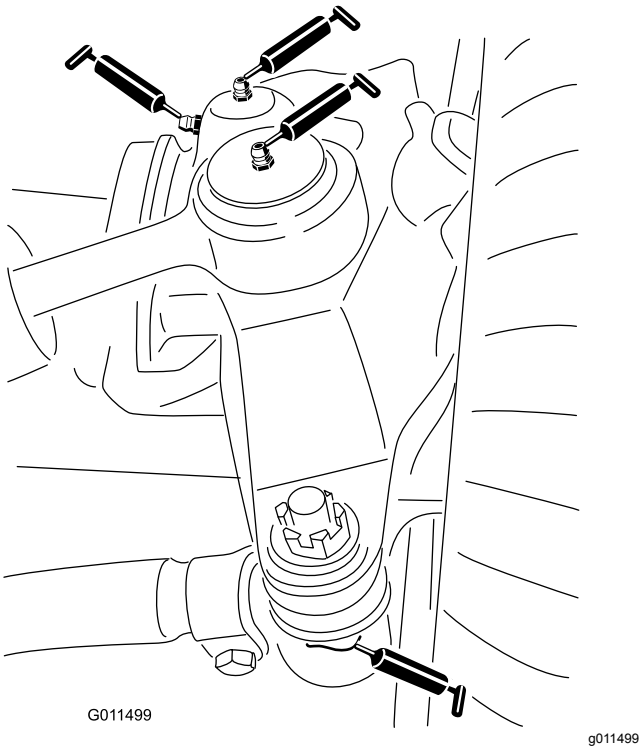

Figuur 61
- 2 kogelverbindingen van de stuurcilinder (Figuur 61)
- 2 kogelverbindingen van de trekstang (Figuur 61)
- 2 lagerbussen van de koppelpen (Figuur 61). **De bovenste nippel op de koppelpen hoeft slechts één keer per jaar te worden gesmeerd (twee keer pompen).**